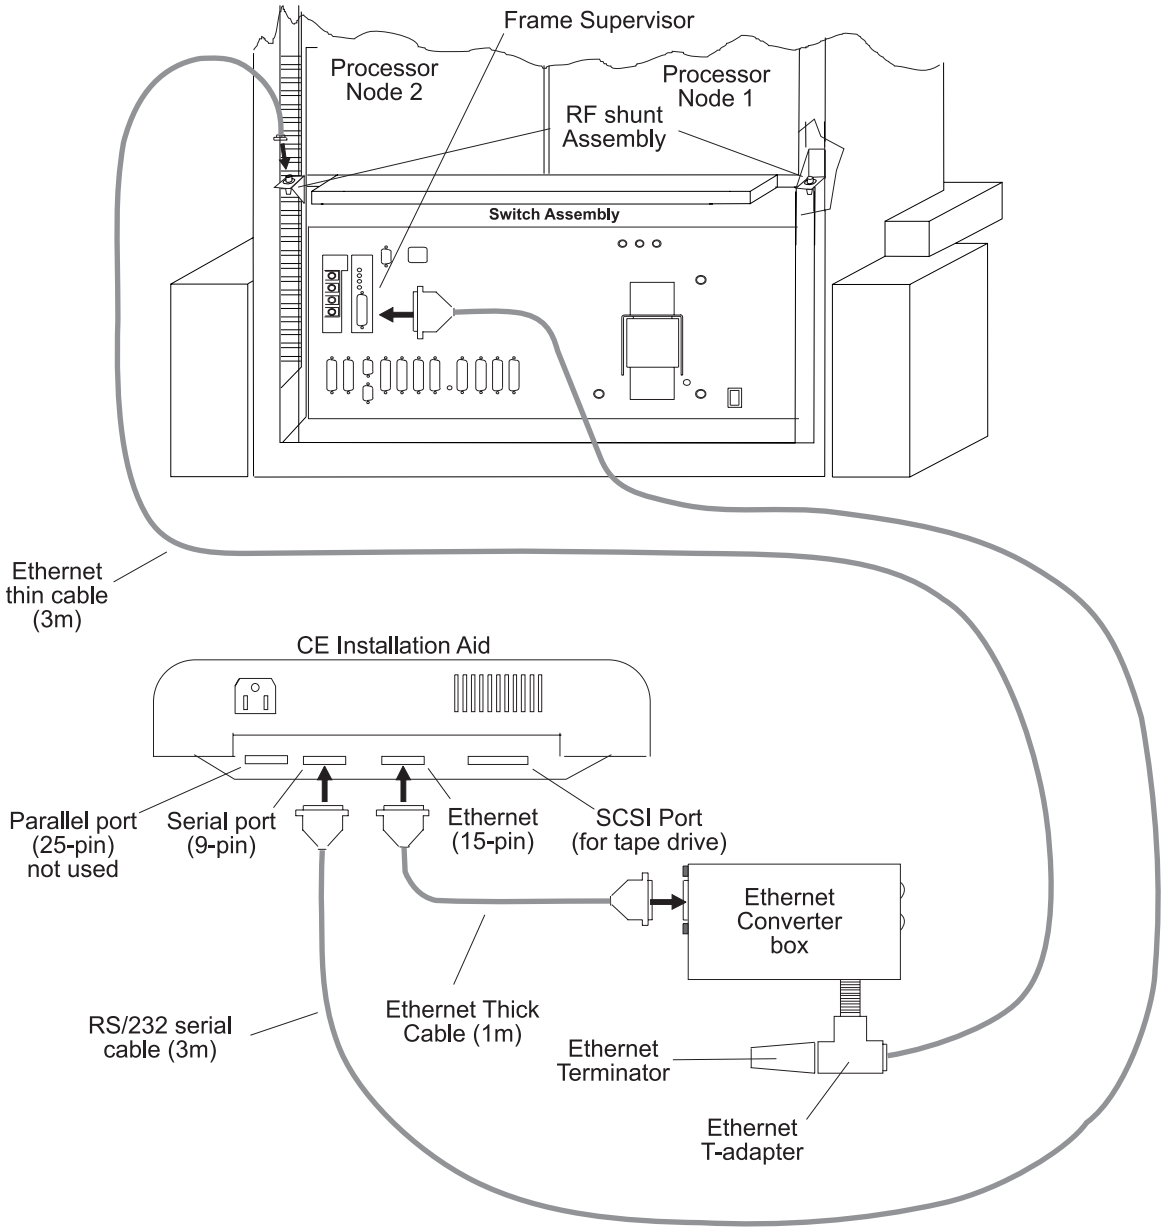

Figure 1-21. Connecting the CE Installation Aid (ACER) to a frame
b. Refer to the Acer cabling diagram, Figure 1-21 on page 1-39.